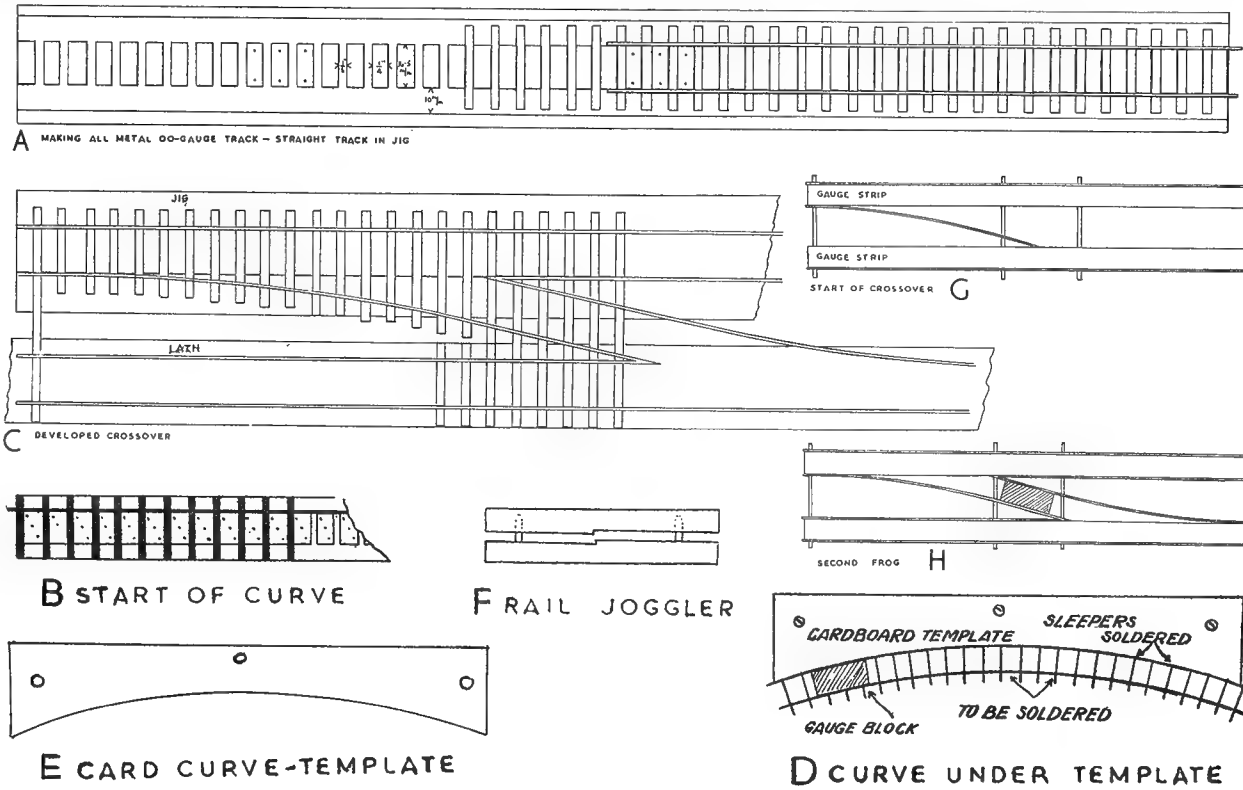

FIG. 2 MAKING METAL TRACK FOR 00-GAUGE
Curves are made just in the same way, but only one rail is soldered in place before the length is removed from the jig. Fig. 2 (B) shows how this is done.
Begin by joggling the ends of the stock-rail which is to receive the blade of the point. For this, it is good to make a joggler [Fig. 2 (F)] from two pieces of iron simply filed as shown. These are set one on each side of the piece of rail and the whole squeezed in a strong vice. This will kink the rail and form a recess for the blade to sink into, which will effectively avoid derailments. Next file up the ends of your switch-rail blades and your frogs.
Now take a long sleeper and one of your kinked stock-rails (for a crossover). Using the lath, solder the sleeper at one end, with $\frac{1}{4}$ in. projecting. Now solder another at the other end, and two more just at the place where the two frogs come [see Fig. 2 (G)]. Then solder in the stock-rail for the other track in just the same way, leaving $\frac{1}{4}$ in. of the long sleepers projecting.